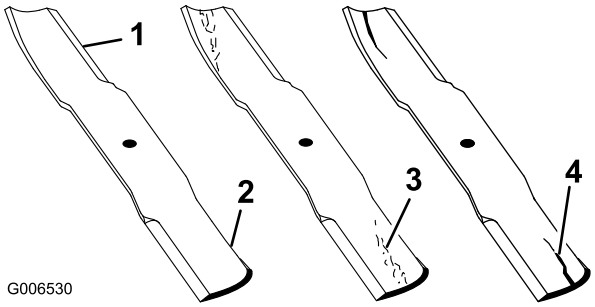

Rysunek 87
1. Sprawdź krawędzie tnące (Rysunek 87). Jeżeli krawędzie nie są ostre lub mają wyszczerbienia, należy zdjąć ostrza i je naostrzyć. Patrz Ostrzenie ostrzy (Strona 64).
2. Sprawdź ostrza, a w szczególności ich wygięty obszar (Rysunek 87). Jeżeli zauważysz uszkodzenie, zużycie lub szczeliny w tym obszarze (Rysunek 87), zamontuj nowe ostrza.